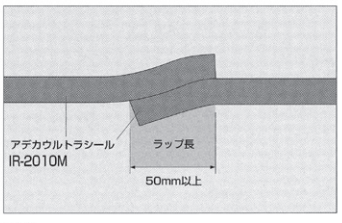

図２
④ IR-2010M同士の接続部は、下図２のようにシールを平面的に横に添え50mm以上平面ラップしてください。
⑤ IR-2010Mの離形フィルムは、極力２次コンクリート打設前に剥がしてください。